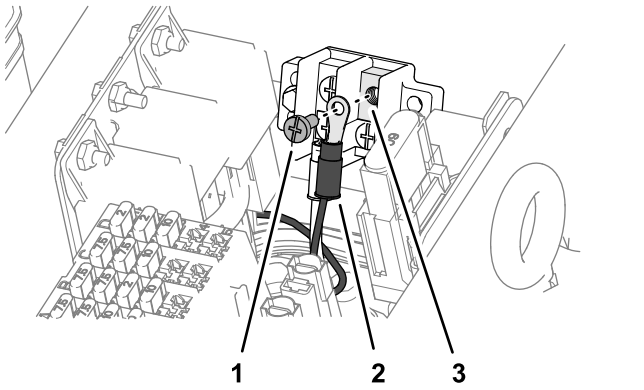

Figur 8
3. Fjern skruen fra jordingsblokken (Figur 8).
4. Monter ringklemmen merket med GROUND BLOCK til jordingsblokken med skruen, og stram den for hånd (Figur 8).